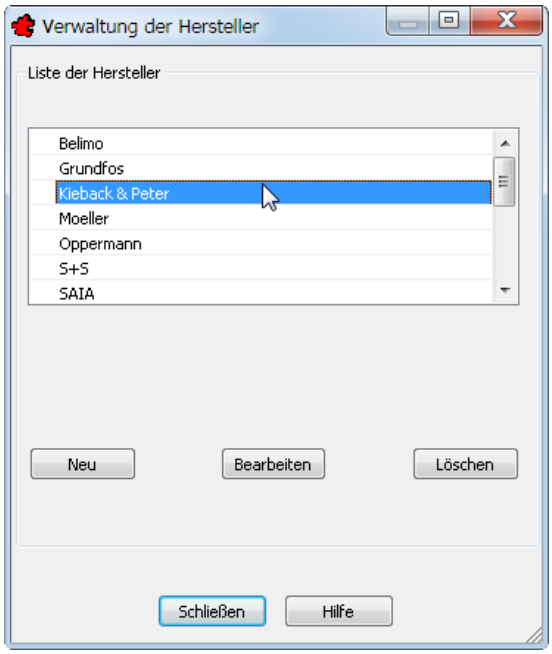
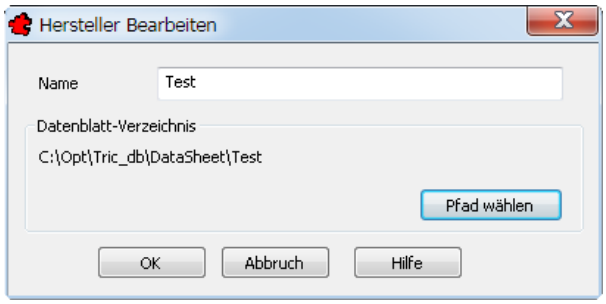

Bild 36.48 – Die Liste der Hersteller
Bild 36.52 – Komplette Angaben eines Herstellers
- Wählen Sie *Datei, Stammverwaltung, Hersteller*. Die Dialogbox *Verwaltung der Hersteller* wird geöffnet (Abb. 36.48).
Schließlich zeigt die Dialogbox *Hersteller bearbeiten* den Namen und das zugehörige Datenblatt-Verzeichnis (Abb. 36.52).
- Mit der Schaltfläche *Bearbeiten* oder einem Doppelklick auf einen Hersteller in der Liste (vgl. Abb. 36.48) wird die Dialogbox *Hersteller bearbeiten* geöffnet (vgl. Abb. 36.52). Hier können Sie dessen Namen und Datenblatt-Verzeichnis ändern.